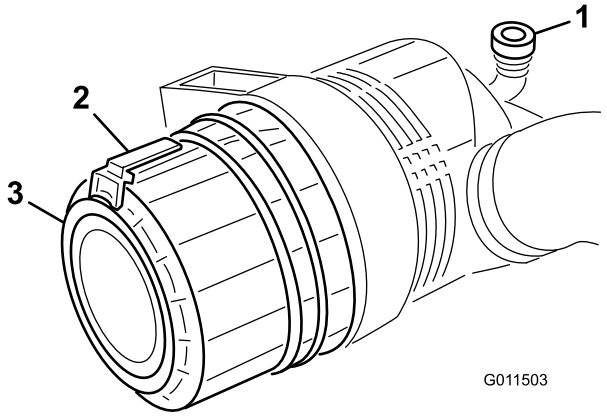

Figura 50
Faça a manutenção dos filtros de ar sempre que o indicador (Figura 50) do filtro do ar o indicar ou a cada 400 horas de funcionamento da máquina (com maior frequência em condições de trabalho muito sujas ou poeirentas). Não efectue a manutenção do filtro de ar com demasiada frequência.
1. Puxe o trinco para fora e rode a cobertura do filtro de ar no sentido contrário ao dos ponteiros do relógio. Retire a cobertura do corpo (Figura 50). Limpe o interior da cobertura do filtro de ar.
6. Reinicie o indicador (Figura 50) se este se apresentar vermelho.